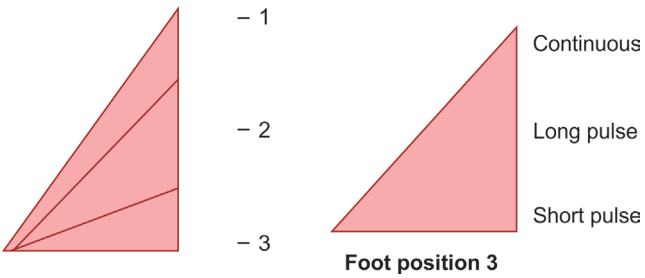

Fig. 8: High-power pulse.
- Foot pedal position 3 is divided into three compartments from top to bottom. As you press the foot pedal, it will start working as a continuous mode of energy, then in mid-phase long pulse and when you press completely, it works as a short pulse (**Fig. 8**).